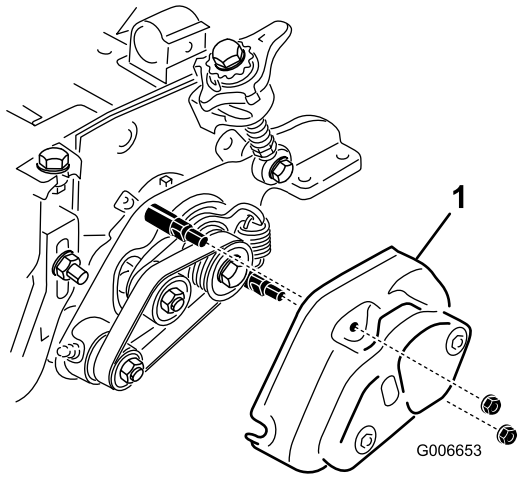

Figura 49
8. Certifique-se de que as porcas das coberturas do rastelo e da escova do rolo (Figura 49) não estão demasiado apertadas.